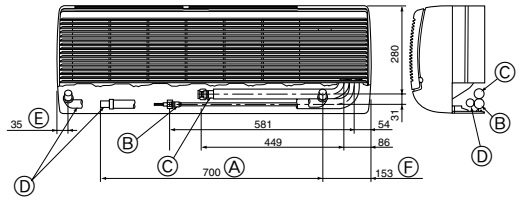

Fig. 4-2
① Position des tuyaux de réfrigérant et d'écoulement (Fig. 4-2)